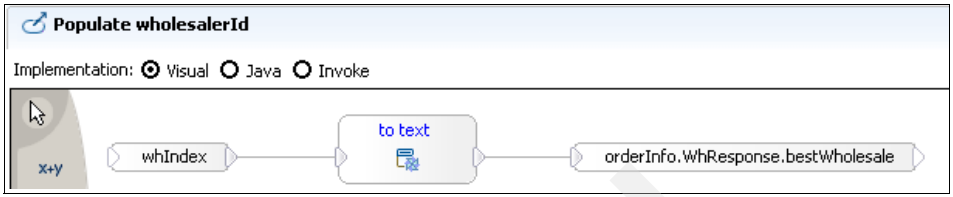

Figure 11-33 Visual snippet of the Exit
4. Add the visual snippet as shown in Figure 11-33.